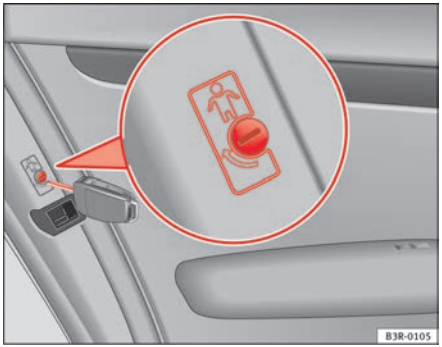

Fig. 75 Childproof lock on the rear doors
– Turn the key in the direction of the arrow ⇒ fig. 75.